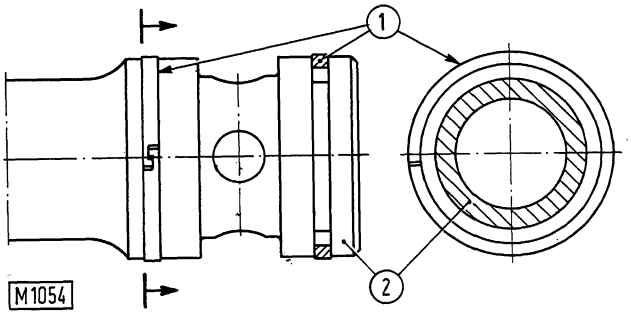

Fig. 4-15 - Assembling sealing rings on valve spool.
- Install sealing rings 1, fig. 4-15 concentric relative to centerline of spool 2.